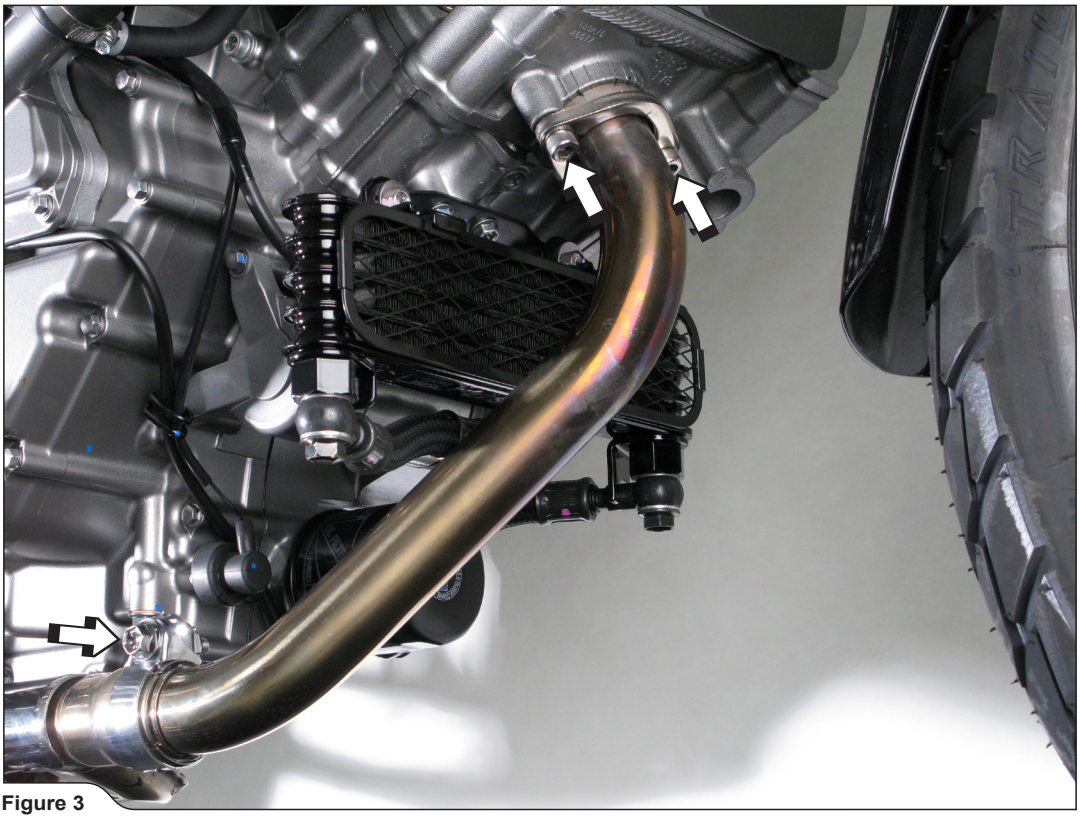

Figure 3
4. Loosen the marked header flanges' bolts and header - collector joint clamp **(Figure 3).**